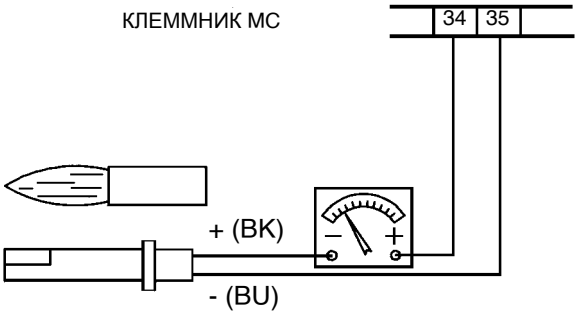
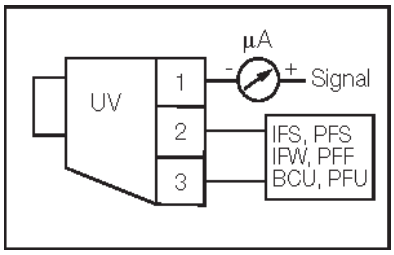

Рис. 28
Рис. 29
- Проверить и аккуратно почистить ФотоРезистоР улавливания пламени и, если необходимо, заменить его. В случае возникновения сомнения, проверить контрольный контур, после того, как горелка будет вновь запущена, согласно схеме на Рис. 28-Рис. 29;
Для того, чтобы замерить контрольный сигнал, действовать согласно схеме на Рис. 28. Если сигнал не соответствует указанным параметрам, проверить электрические контакты, чистоту головки сгорания, положение фоторезистора и, при необходимости, заменить его.
Для контроля тока обнаружения см. схему на Рис. 29. Если сигнал - ниже указанного значения, проверьте положение фотоэлемента, электрические контакты и при необходимости замените фотоэлемент.